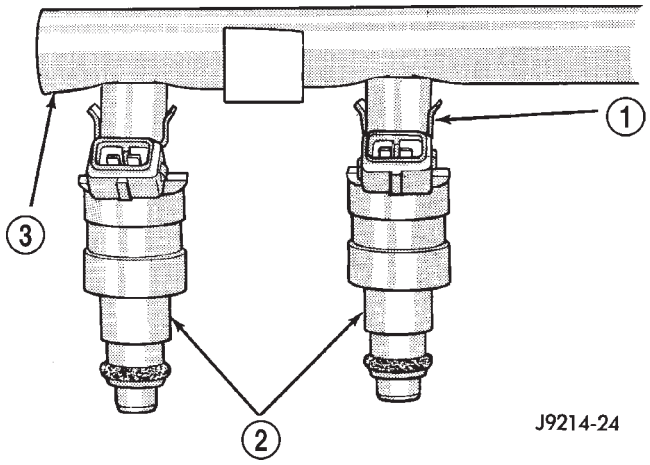
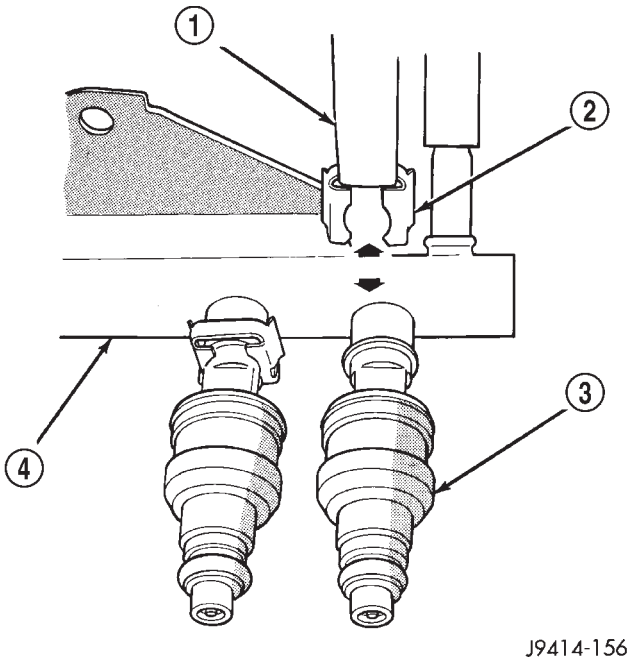

Fig. 27 Fuel Injector Mounting—Typical
Fig. 28 Injector Retaining Clips—Typical Injector
(10) Remove fuel rail (with injectors attached) from engine.
(11) Remove the clip(s) retaining the injector(s) to fuel rail (Fig. 27) or (Fig. 28).
(10) Gently rock and pull the **left** fuel rail until the fuel injectors just start to clear the intake manifold. Gently rock and pull the **right** fuel rail until the fuel injectors just start to clear the intake manifold. Repeat this procedure (left/right) until all fuel injectors have cleared the intake manifold.
(11) Remove fuel rail (with injectors attached) from engine.
(12) Remove the clip(s) retaining the injector(s) to fuel rail (Fig. 27) or (Fig. 28).